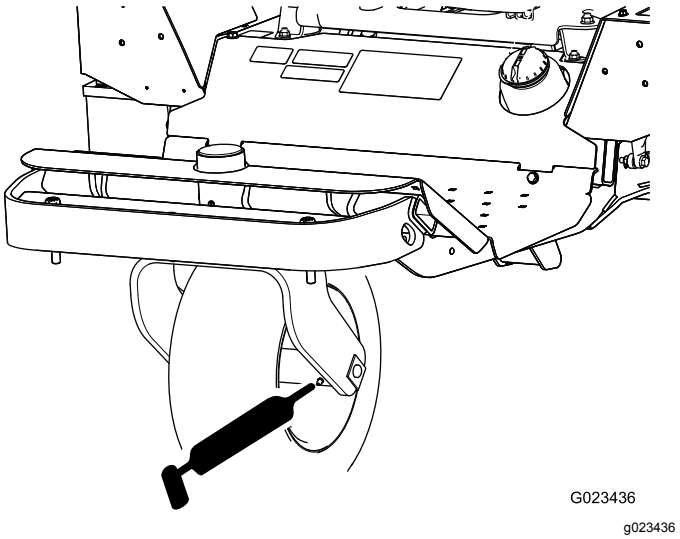

**Figur 34**
- Forreste hjulleje (1) – Figur 34